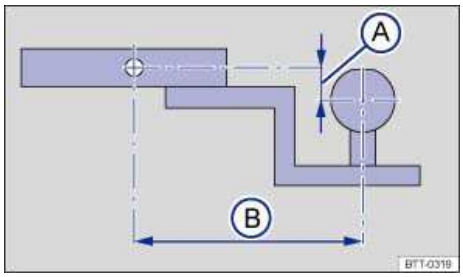

Fig. 102 Dimensions of the ball mount support.
The receiver used requires both a ball mount and a ball that meet special requirements regarding geometry and size. This applies to both the height of the ball above the surface where it attaches ⇒fig. 102 (A), and the pin-to-ball distance (B).